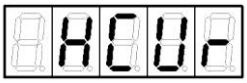

Рисунок 12
3. Войти в информационное меню (раздел 2) и установить на индикаторе обозначение "HCUr" (рисунок 12).